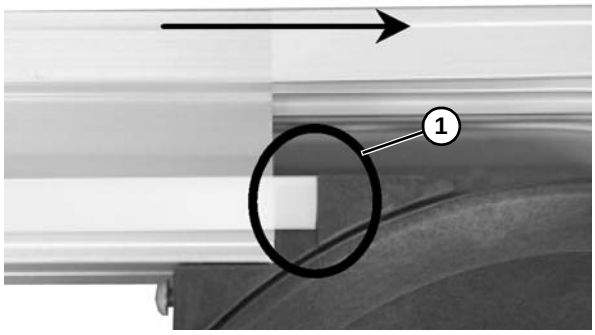

Figure 58
1. Cut the wear strip end flat **(Figure 58, item 1)**. Make sure there is no gap created at the plastic molding part.